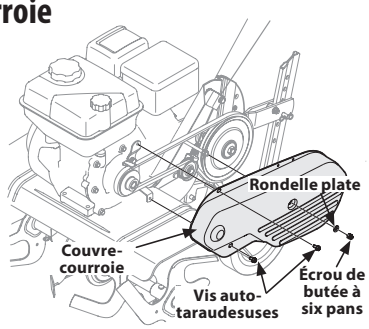

Figure 17
2. Dégagez le couvre-courroie du côté gauche du motoculteur en retirant les deux vis auto-taraudeuses, l'écrou de butée à six pans et la rondelle. Voir la Figure 17.